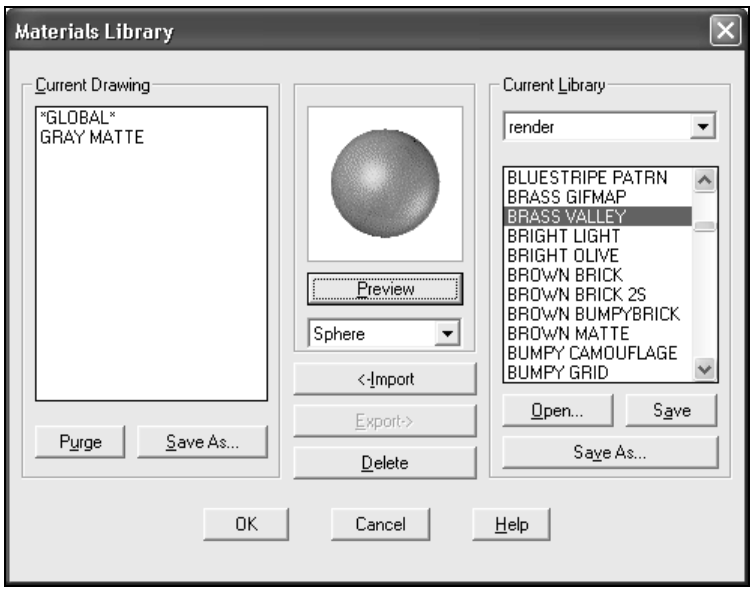

Рис. 12.29. Диалоговое окно **Materials Library** (Библиотека материалов)
2. Открывшееся ДО **Materials Library** (Библиотека материалов) (рис. 12.29) разбито на три основные области: **Current Drawing** (Текущий рисунок), **Preview** (Просмотр), **Current Library** (Текущая библиотека). В качестве текущей библиотеки используется стандартная библиотека AutoCAD — файл **render. mli**, который находится во вложенной папке Support системы AutoCAD. Сначала в этой библиотеке нужно выбрать ряд материалов, пригодных для тонирования деталей крышки подшипника. Для этого: